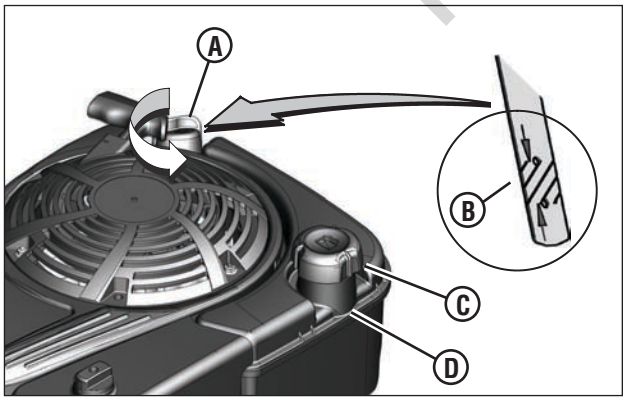

Figure 5 : Remplissage d'huile et de carburant
• Retirez la jauge d'huile **(A, Figure 5)** et essuyez-la avec un chiffon propre.
• Retirez le bouchon du réservoir d'essence **(C, Figure 5)**.